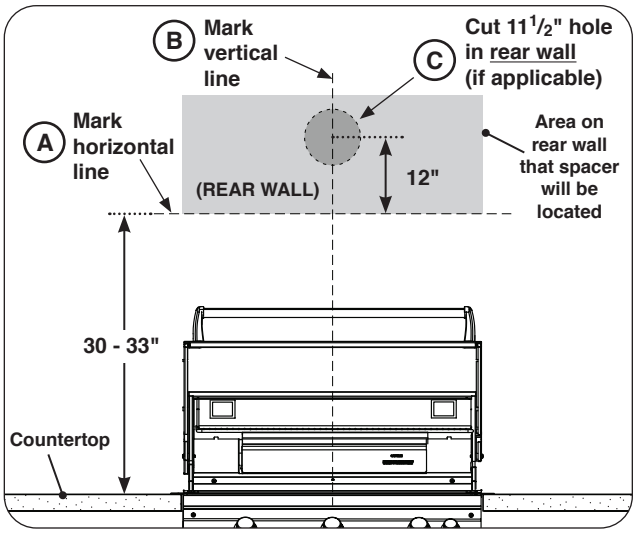

Fig. 12-4 Determine spacer location, create rear cutout
2. Determine the install location of the spacer (30-33" above the countertop) and pencil in a horizontal line on the rear wall. Locate the "left-to-right" center, and pencil a vertical line. See Fig. 12-4, A-B.
3. If venting from the rear of the vent hood, **a cutout through the rear wall is required for venting**. Mark a point on the vertical line 12" up from the horizontal line and drill an 11$^1/_2$" hole through the rear wall (see Fig. 12-4, C).